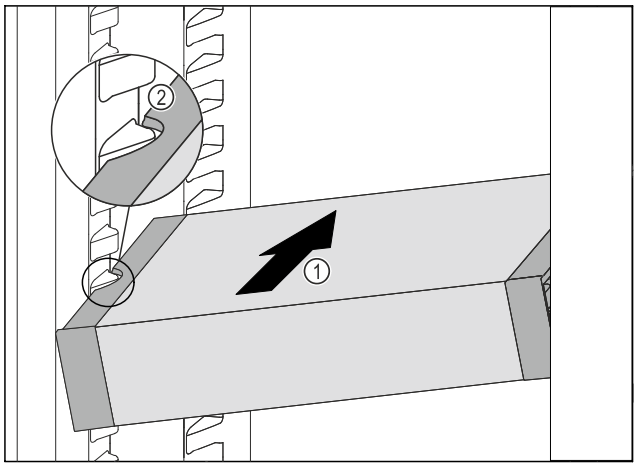

Fig. 94
▶ Împingeți VarioSafe oblic în frigider *Fig. 94 (1)*, până când degajările laterale *Fig. 94 (2)* ale VarioSafese află la înăl-țimea nervurii recipientului din frigider.